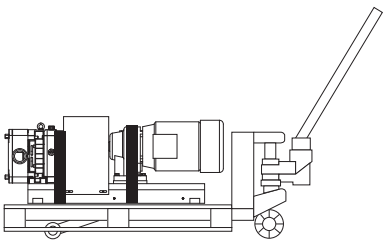

Abb. 12 Transport mit Flurförderfahrzeug
- ▶ Prüfen, ob die Pumpe auf der Palette ausreichend gesichert ist. Zum Beispiel mit Gurten, siehe *Abb. 12 „Transport mit Flurförderfahrzeug“, Seite 8*.